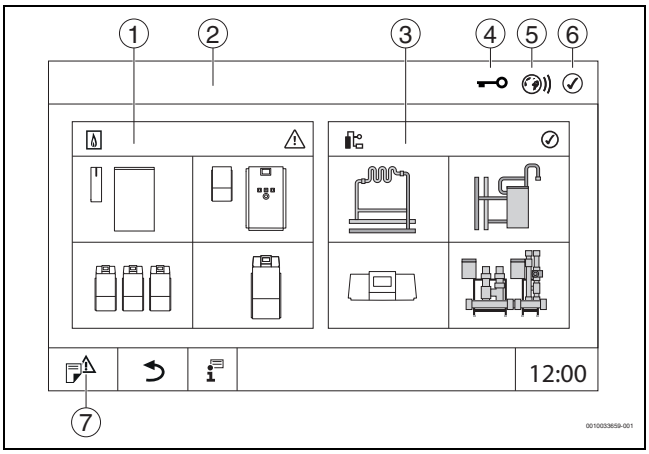

Fig. 3 Aperçu du système (exemple)
▶ Appuyer sur **Système** (→ figure 3, [3], page 6).